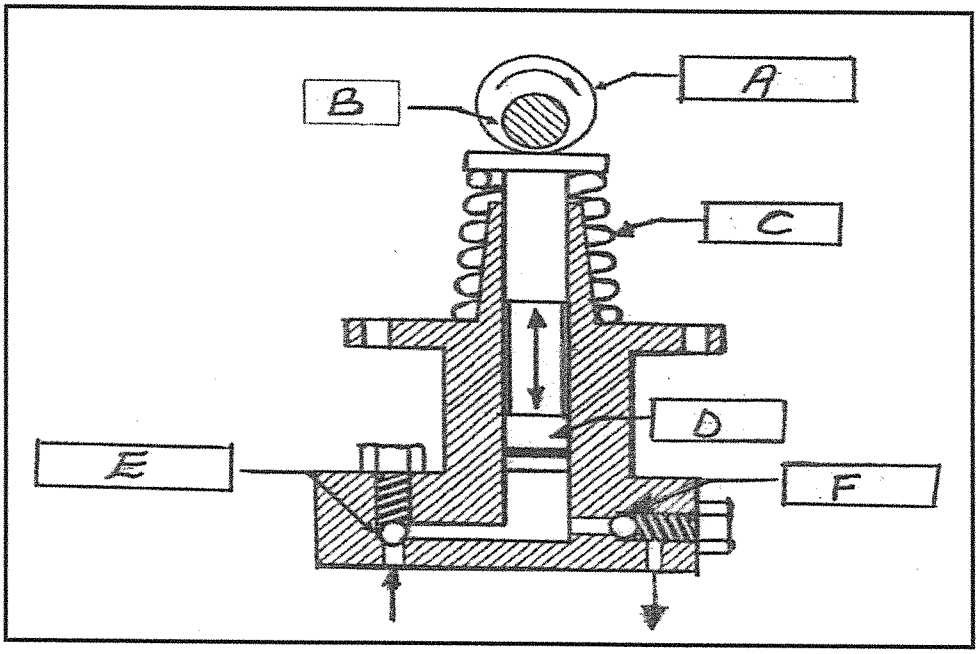

FIGURE 3 (6)
3.4 FIGURE 3 below, shows the section plunger-type oil pump. Name the parts by writing the answer next to the letter (A–F) in the ANSWER BOOK.